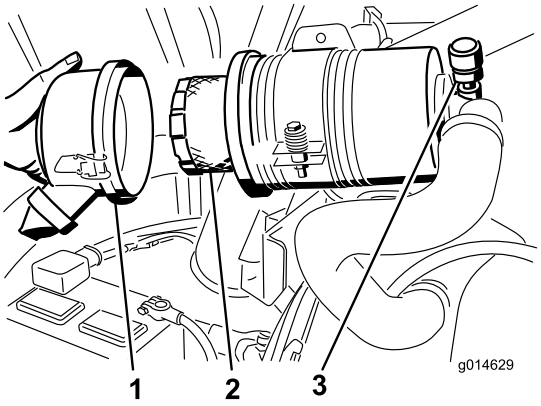

Figur 50
3. Afmonter og udskift filteret (Figur 50).